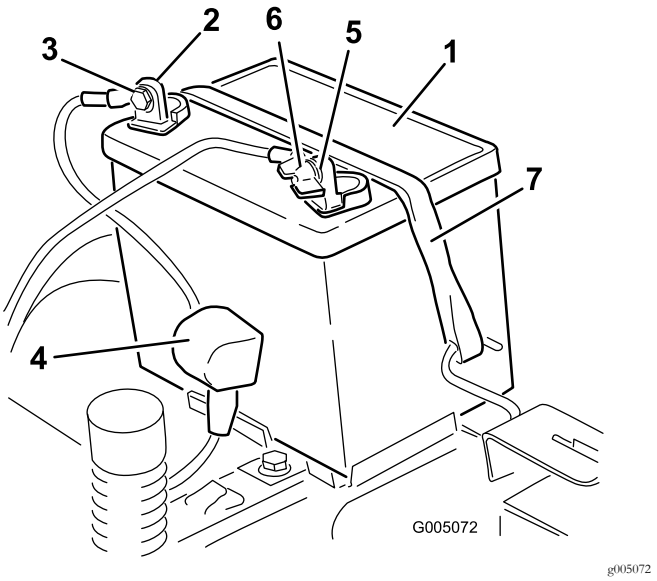

Figur 51
4. Lossa den jordade minuskabeln (svart) från batteripolen (Figur 51).
6. Lossa pluskabeln (röd) från batteripolen (Figur 51).
7. Ta bort batteriets låsfäste (Figur 51) och lyft ut batteriet ur batterilådan.
1. Placera batteriet i lådan (Figur 51).
5. Fäst batteriet med låsfästet (Figur 51).